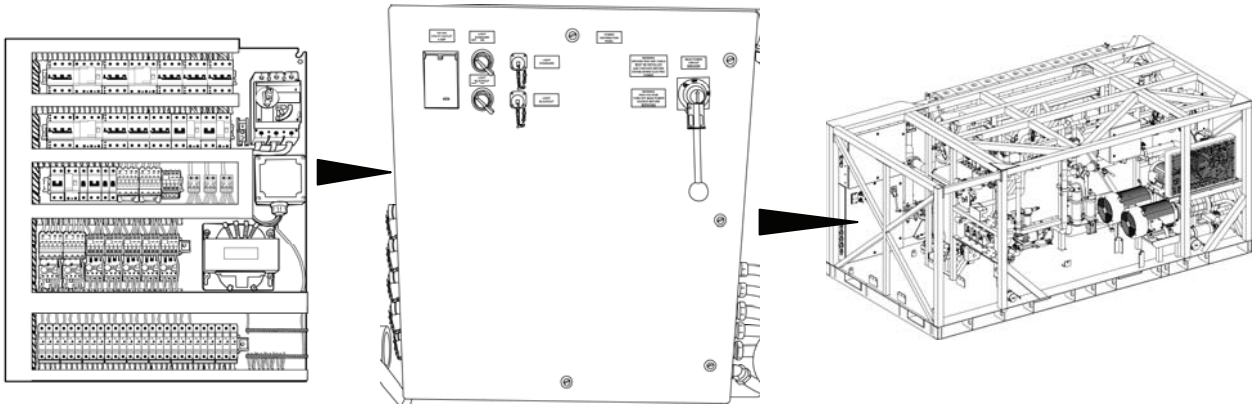

Figure 28. Power Distribution Panel.
- **Power distribution panel.** The power distribution panel is located below the operator control panel and behind the lower panel door (Figure 28). It contains the circuit breakers and motor starters needed to provide power to all of the electrical devices included in the TWPS.